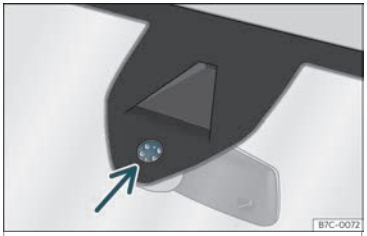

Fig. 94 Superficie sensible do sensor de choiva.
As posibles causas de anomalías e interpretacións erróneas *na área da superficie sensible* ››› **fig. 94** do sensor de choiva son, entre outras:
- **Limpe regularmente a superficie sensible do sensor de choiva e comprobe se hai posibles danos nas gomas ››› fig. 94 (frecha).**